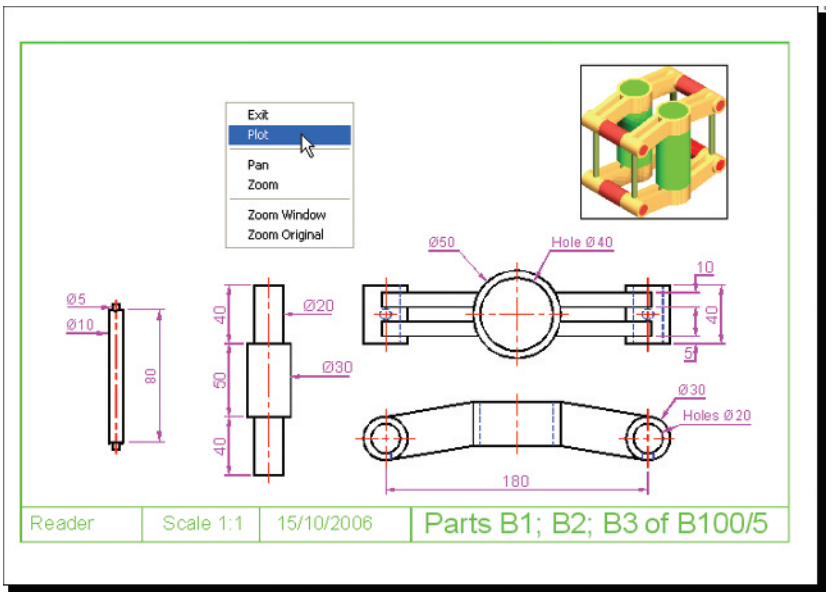

Fig. 19.9 Second example – **Printing/Plotting**
Second example – Printing/Plotting (Fig. 19.9)
4. If satisfied with the preview (Fig. 19.9), *right-click* and in the menu which appears *click* the name **Plot**. The drawing plots.